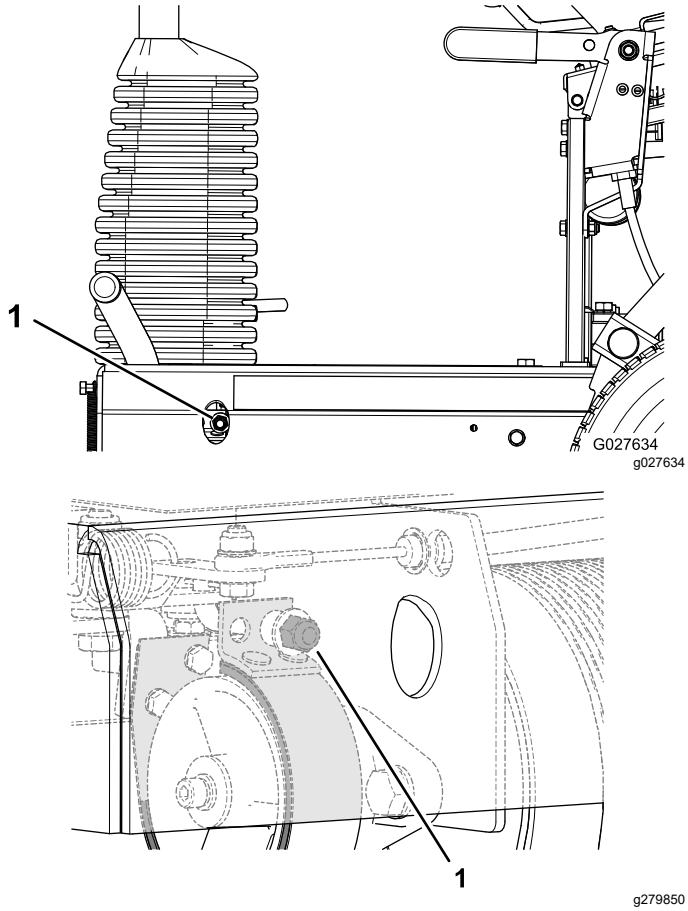

Figur 35
- Drej bremsens låsemøtrik med uret for at øge bremsekraften (Figur 35).
- Drej bremsens låsemøtrik mod uret for at mindske bremsekraften (Figur 35).